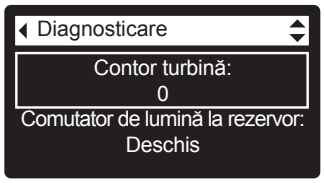

FIG. 100
2. Apăsați ÎN JOS (▼) sau ÎN SUS (▲), pentru a defila lista de afișare **Turbine Count** (contor de turbină) (fig. 100).